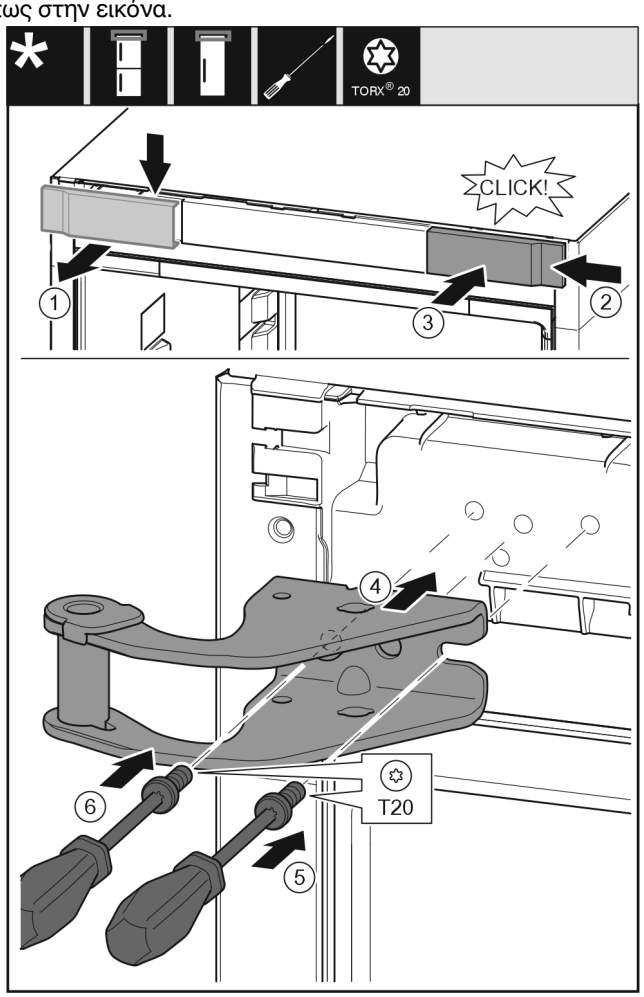

Fig. 19
▶ Αφαιρέστε το κάλυμμα από επάνω προς τα εμπρός. *Fig. 19 (1)*
▶ Αναρτήστε το κάλυμμα υπό γωνία 180° στην άλλη πλευρά από δεξιά. *Fig. 19 (2)*
▶ Κουμπώστε το κάλυμμα. *Fig. 19 (3)*
▶ Τοποθετήστε το επάνω στήριγμα. *Fig. 19 (4)*
▶ Τοποθετήστε τη βίδα με κατσαβίδι T20 και σφίξτε τη. *Fig. 19 (5)*
▶ Τοποθετήστε τη βίδα με κατσαβίδι T20 και σφίξτε τη. *Fig. 19 (6)*